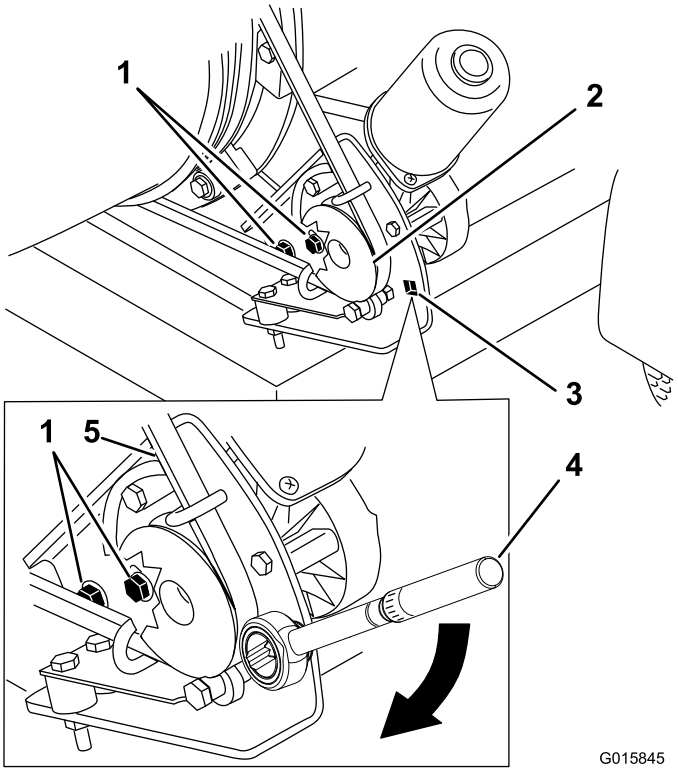

Figur 28
1. Løsne boltene som fester remskivens monteringsbrakett til blåserrammen (Figur 28).
2. Plasser en momentnøkkel i remskivens monteringsbrakett (Figur 28).
3. Drei remskivens monteringsbrakett bort fra dysen til momentnøkkelen viser 22,6 til 26,0 Nm (Figur 28).